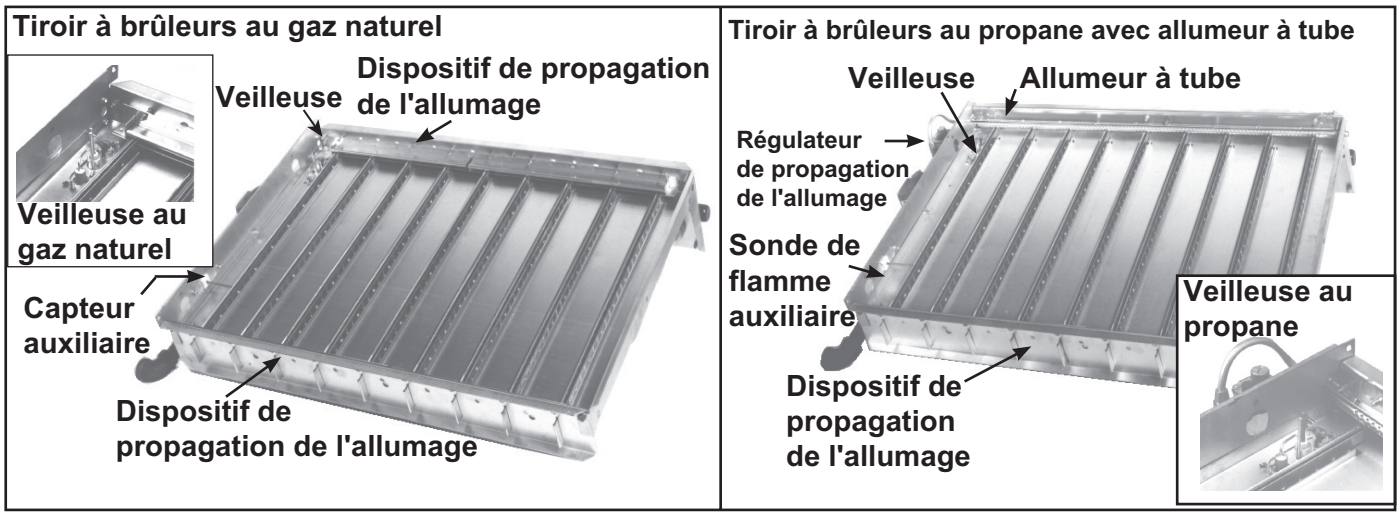

**Figure 29. Tiroir à brûleurs typique avec veilleuse**
- Les tiroirs à brûleurs au gaz naturel et au gaz propane typiques sont montrées à la **Figure 29**.